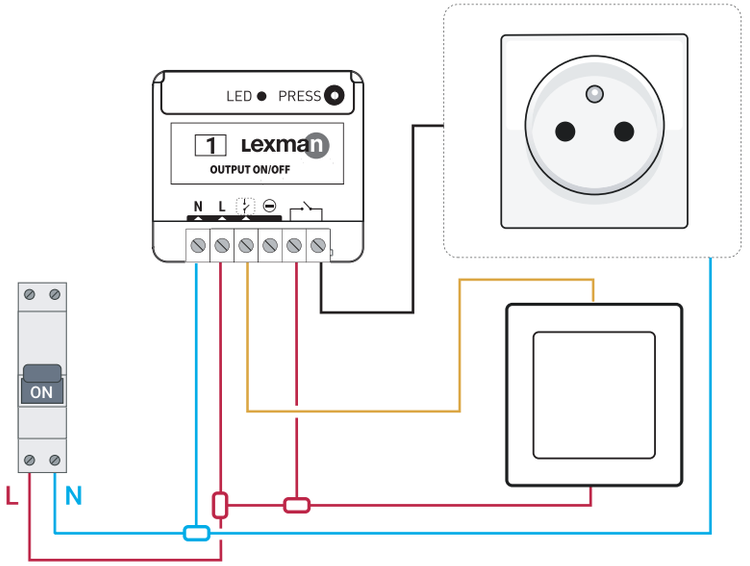

Figura 3
3. **Realice el cableado del receptor ON/OFF según el esquema (figura 3).**